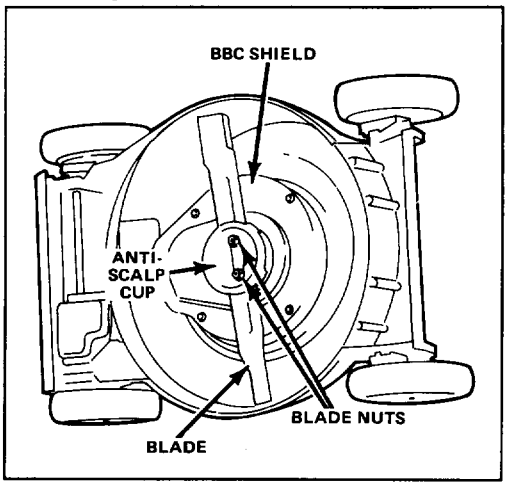

Figure 30
4. Remove (2) blade nuts, anti-scalp cup, blade, blade spacer, and (4) bolts securing BBC shield to mower deck (Figs. 30 & 31).